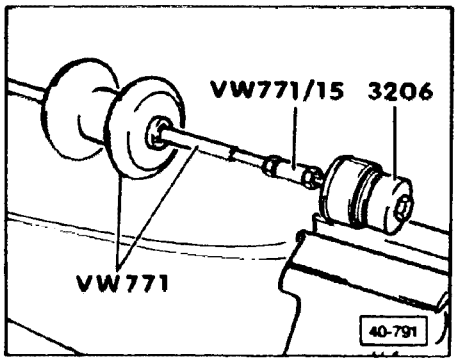

Fig. 1 Control arm bushing, removing
▶ **Fig. 1 Control arm bushing, removing**
▶ **Fig. 1 Link rods, identifying**
▶ **Fig. 1 Coil spring, removing/installing**
▶ **Fig. 1 Wheel hub (75 mm diameter wheel bearing), pressing out**